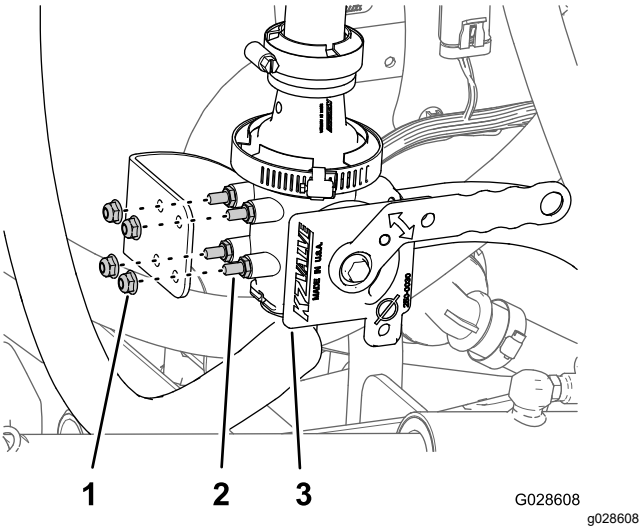

Rysunek 22
6. Ustaw śruby dwustronne zaworu pompy strumieniowej równo z otworami we wsporniku zaworu pompy strumieniowej i zamocuj zawór do wspornika (Rysunek 22) za pomocą 4 nakrętek zabezpieczających kołnierzowych (¼ cala).